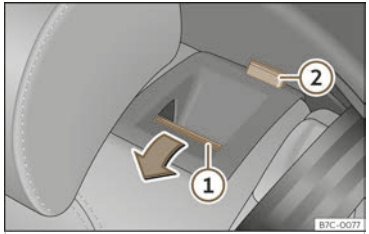

Fig. 99 Rear seat: folding down the backrest.
- Press the unlock button >>> Fig. 99 ① forwards and at the same time fold the backrest down. The rear seat backrest is not engaged when the red marking of the button ② is visible.